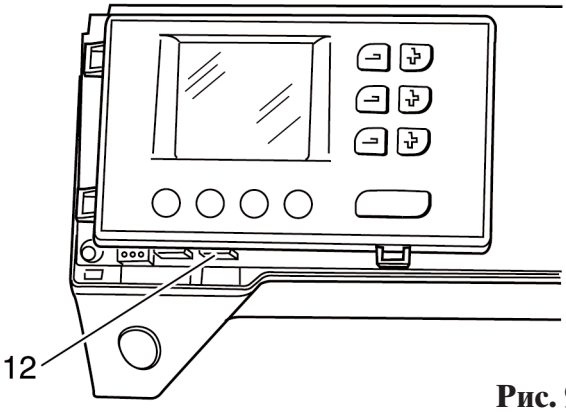

Рис. 96
- Вытащите вилочную часть кабельного разъема 12 из гнезда платы передней панели корпуса машины (рис. 96).
- Вставьте вилочную часть кабельного разъема 12 из гнезда платы передней панели корпуса машины (рис. 96).